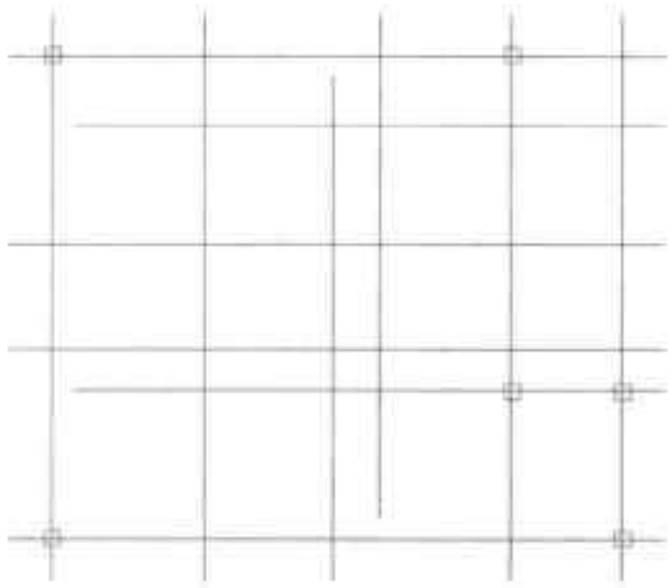

图16-125 添加标准柱
Step08 在绘制的轴网中，指定好标准柱的位置，完成标准柱的添加，如图 16-125 所示。